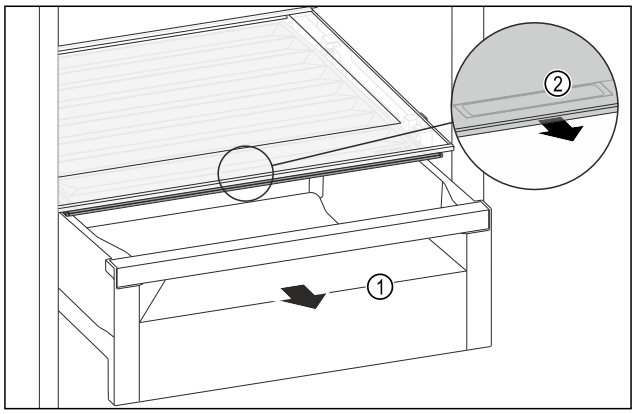

Fig. 150
▶ Retirer le tiroir *Fig. 150 (1)*.
▶ Saisir la poignée encastrée *Fig. 150 (2)* du couvercle du compartiment et tirer le couvercle du compartiment par l'avant.